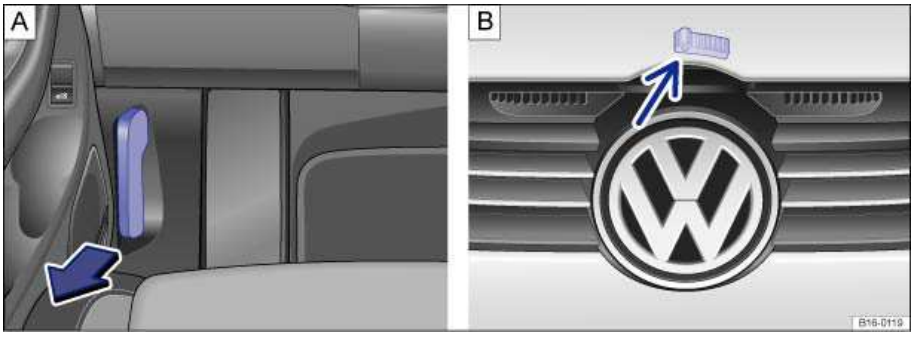

Fig. 133 A: In the footwell on the driver side: Inside engine hood release lever. B: Above the radiator grille: Outside engine hood release.
- Open the driver door and pull the inside hood release lever in the direction of the arrow ⇒ fig. 133 **A**. The engine hood is released from its latch by a spring ⇒.